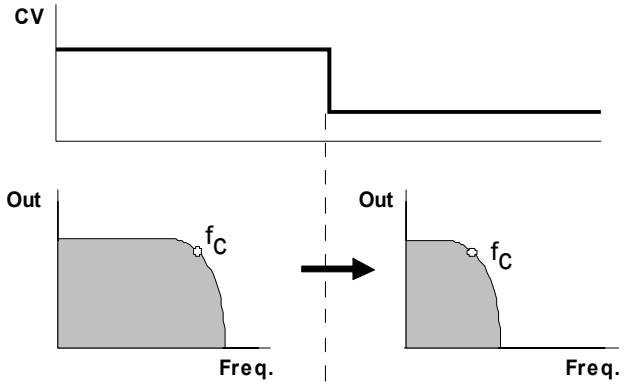

Fig. 1: White noise put through a low pass filter
With this control you adjust the **Cut-Off Frequency f_c**, above which the filter attenuates all frequencies. At 10, the filter is fully open. The more you 'close down' the filter, the more the high frequencies are filtered (see Fig. 1): the sound becomes mellower and less bright, until at 0 the filter is completely shut down, and there will be no output signal at all.
③ FCV
For voltage control or modulation of the cut-off frequency using CV input ❸ (see Fig. 1), use attenuator ③ to control the **level of voltage control**.
④ QCV